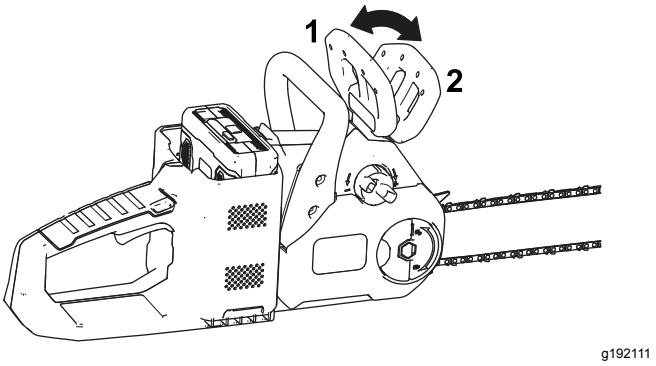

Figura 8
6. Asegúrese de que el freno de la cadena esté en la posición de MARCHA (Figura 8).
Cuando no utilice la sierra o la transporte desde o hacia el área de trabajo, mueva el freno de la cadena a la posición de PARADA (Figura 8) y retire la batería.